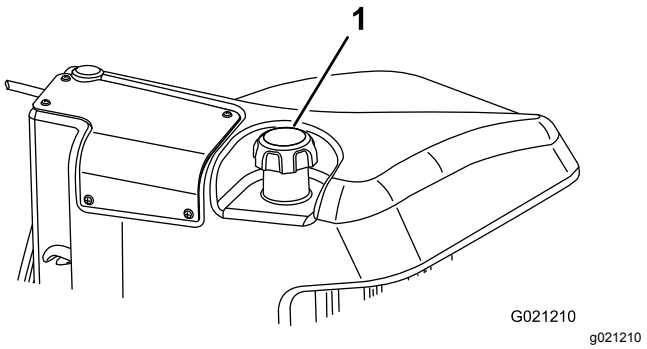

Figur 30
3. Ta lokket av drivstofftanken (Figur 30).